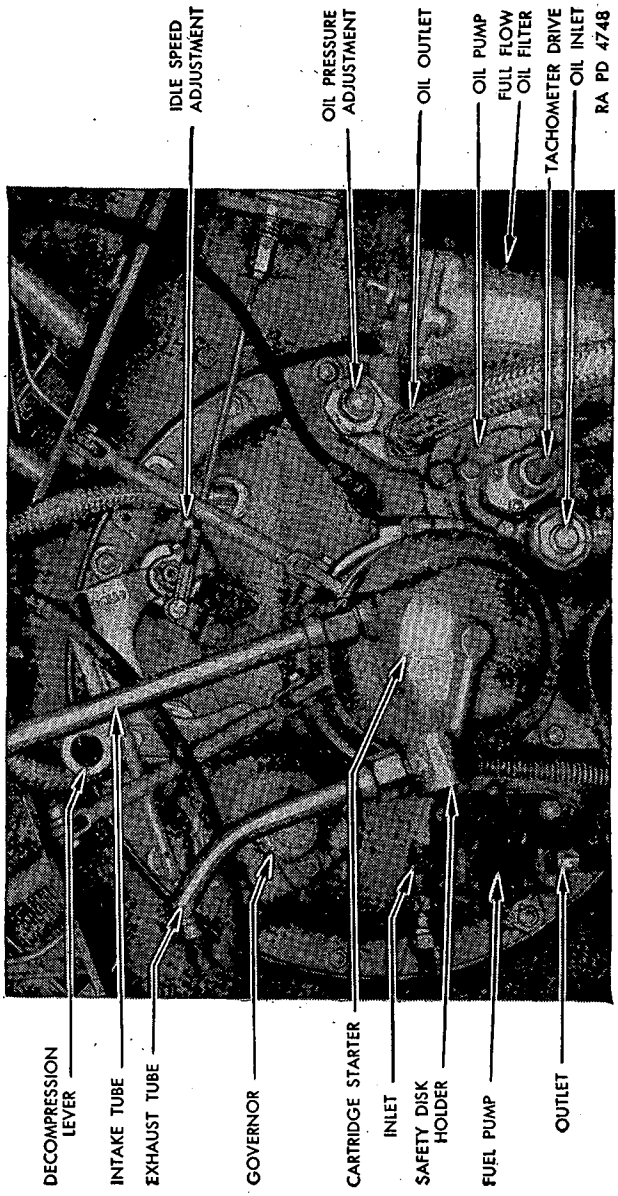

FIGURE 38.—Accessory case, Guiberson T-1020, series 4.
64. Accessory case (fig. 38).—The accessory case is an aluminum alloy casting, attached to the rear crankcase, and contains the entire gear train. Standard SAE flange mountings are provided for the starter, generator drive, and fuel supply pump. The accessory case also carries the oil pump, oil pressure relief valve, throttle control shaft, outlet oil connections, and engine vent holes.
b. Replacement.—(1) To replace oil pump assembly:
1. Remove nuts from studs of filter body and lift filter element out of body. This element is easily damaged and should not be dropped or roughly handled (fig. 38).
(3) After 100 hours of operation, replace the breech and starter assemblies.
c. Replace starter assembly.—(1) Disconnect intake and exhaust tubes at starter (fig. 38).
(2) Loosen clamp bolt and nut on starter.
(3) Remove bolts and nuts from clamp end of support arms.
(4) Remove nuts from studs on accessory case holding starter to accessory case.
(5) Remove starter.
(6) To install starter, proceed in reverse order, adjusting tension on support arms by correctly locating the clamp around the body of the starter.
d. Replace breech assembly.—(1) Remove fan guard screen (see par. 60*a*(7)).